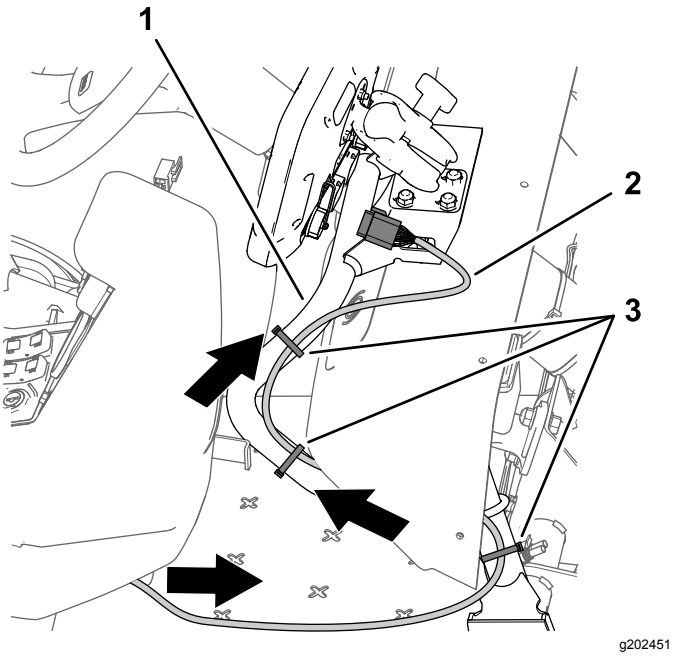

Rysunek 207
1. Poprowadź odgałęzienie wiązki przewodów danych 220 cm (odgałęzienie wiązki ze złączem 26-stykowym gniazdowym) do przodu i pod tablicą rozdzielczą (Rysunek 207).
2. Poprowadź odgałęzienie wiązki przewodów danych 220 cm wzdłuż rury nośnej monitora (Rysunek 207).
4. Upewnij się, że odgałęzienie wiązki przewodów danych 220 cm ma zapas długości umożliwiający operatorowi dostosowanie pozycji monitora, a następnie za pomocą opasek kablowych zamocuj wiązkę do rury nośnej monitora w sposób pokazany na Rysunek 207.